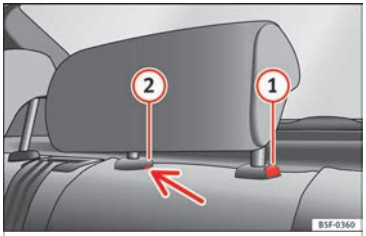

Rys. 153 Zagłówek tylnego siedzenia środkowego: przycisk zwolnienia blokady zagłówka.
– Aby obniżyć zagłówek, nacisnąć przycisk (1) ››› **rys. 153** i przesunąć zagłówek w dół.